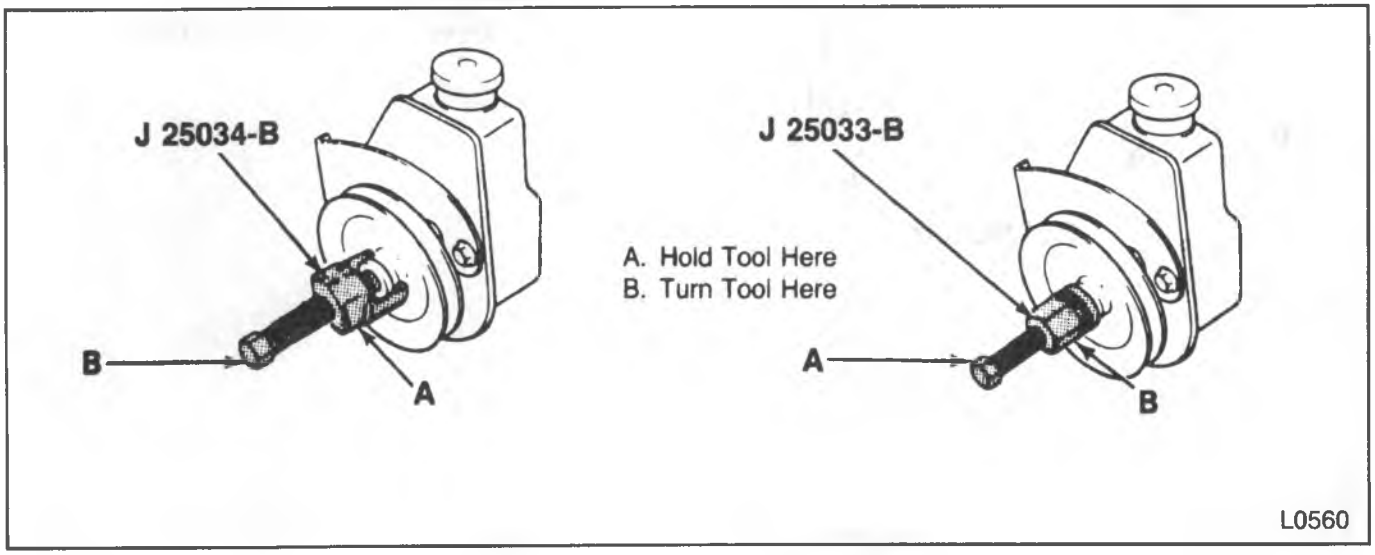

Figure 27—Installing and Removing Pulley
- Hold the pilot bolt and turn the nut counterclockwise (figure 27).
- Hold the pilot bolt and turn the nut clockwise (figure 27).
3. Power steering pump pulley using J 25034-B (figure 27).
3. Power steering pulley using J 25033-B (figure 27).